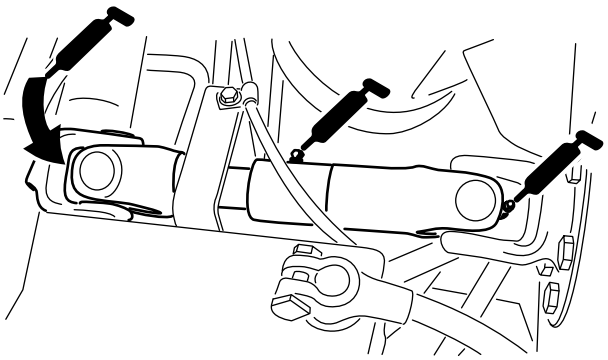

**Figura 44**
- Cardán del árbol de transmisión de la bomba (3) (Figura 44)